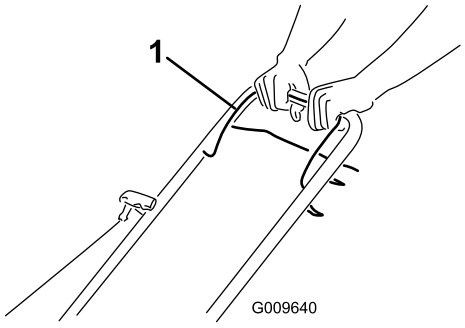

Bild 10
1. Halten Sie den Schaltbügel (Bild 10) gegen den Griff gedrückt.